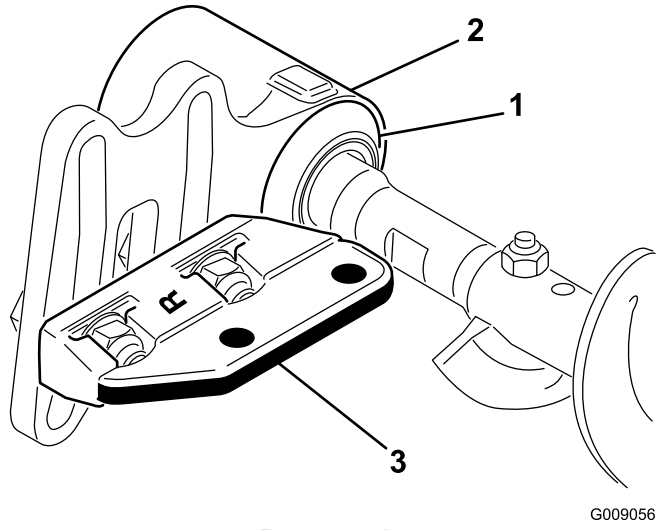

Рисунок 10
9. Сдвиньте все защитные уплотнения наружу так, чтобы манжетные уплотнения слегка касались каждого корпуса подшипника (Рисунок 10).